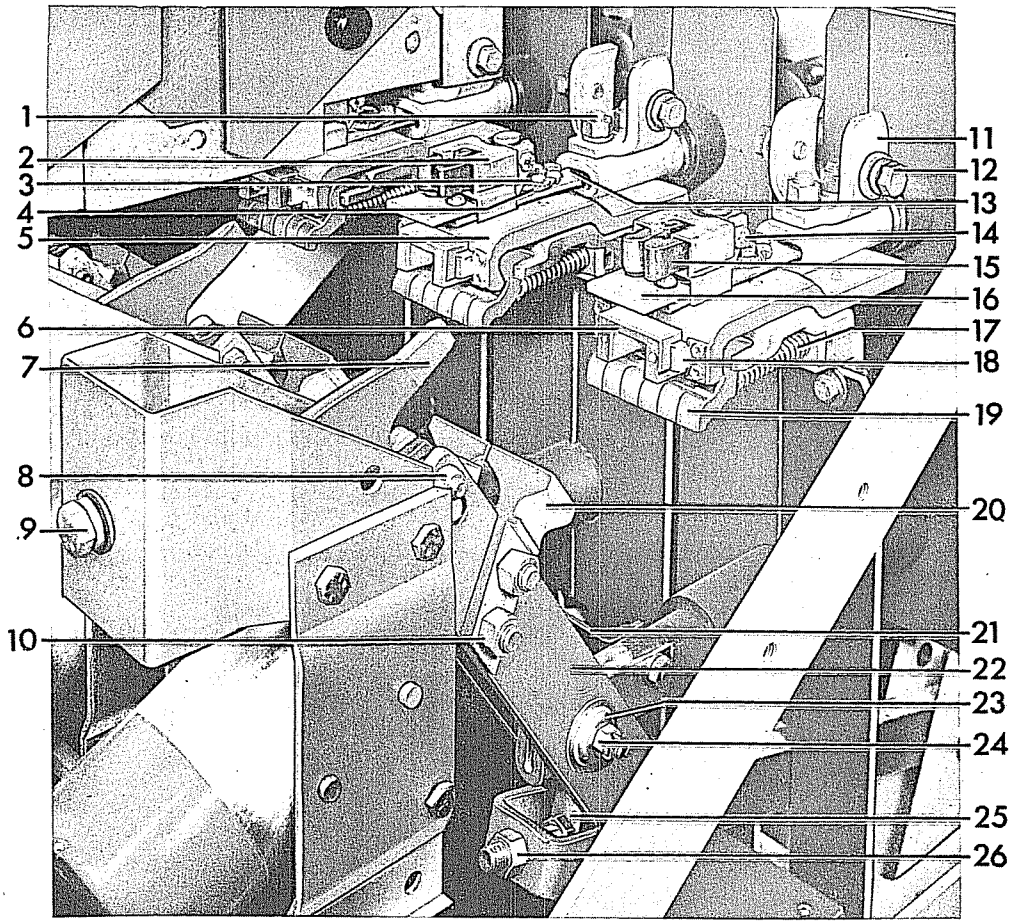

Fig. 21 (8037373) Contact Assembly
7. The cup bearing (23) Figure 21 and the contact ring at the hinge point of the contact blade should be disassembled, inspected, cleaned, and relubricated with G-E contact lubricant D50H47. The contact ring should be inspected for wear and replaced when reduced in thickness to less than 1/32". When reassembling the cup bearing, be sure the cotter pin is properly assembled in the castle nut on the hinge pin (24). This assures proper contact pressure at the hinge.
3. The stationary primary contact fingers (19) Figure 21, should be disassembled and the silver-plated pivot area of the contact and contact support cleaned and lubricated with G-E. lubricant D50H47.
A. Stationary Arcing Contacts (2), Figure 21.
1. Disconnect the contact braids (4) from the contact fingers by removing two bolts and locking plates (14).
3. To disassemble braids from stud plate remove one bolt (13).
4. To disassemble stud plate from contact support, remove two bolts (3).
5. Reassemble in the reverse order, make sure locking plates are properly reassembled with bolts (14).
B. Movable Arcing Contact (7) Figure 21.
1. Remove the assembly bolts (8) making note of quantity and location of shims and spacers used between contacts and contact arms.
D. Movable Primary Contacts (20), Figure 21.
3. Rotate the two parts of the contact arm assembly away from each other so accessible and movable primary contacts (20) can be removed.
E. Contact Arm Assembly (7, 20, 22, Figure 21).
1. Remove connection bar (21).
2. Disassemble hinge pin (24), cup bearing (23), and operating rod pin noting quantity and location of any washers and spacers used in assemblies.
5. Disassemble the spring retainer (4) by removing mounting bolts (5).
6. Referring to Figure 21, disassemble the contact support (5) and interrupter mounting bracket (11) removing two bolts (1).
7. Reassemble in the reverse order. The interrupter mounting bracket (11) is not symmetrical and must be assembled correctly to orient the interrupter properly on the breaker. The longest projection of the bracket should be toward the front end of the bushing.
3. Remove the connection bar (21), Figure 21, cup bearing (23), and hinge pin (24).
5. When reassembling, first mount the bushing and assemble the cup bearing (23), contact arm (22), and replace pin (24) being sure the silvered contact washers between the bushing and contact arms are in place. The contact surfaces at the hinge point of the contact blade and bushing should have a thin coating of D50H47 grease.